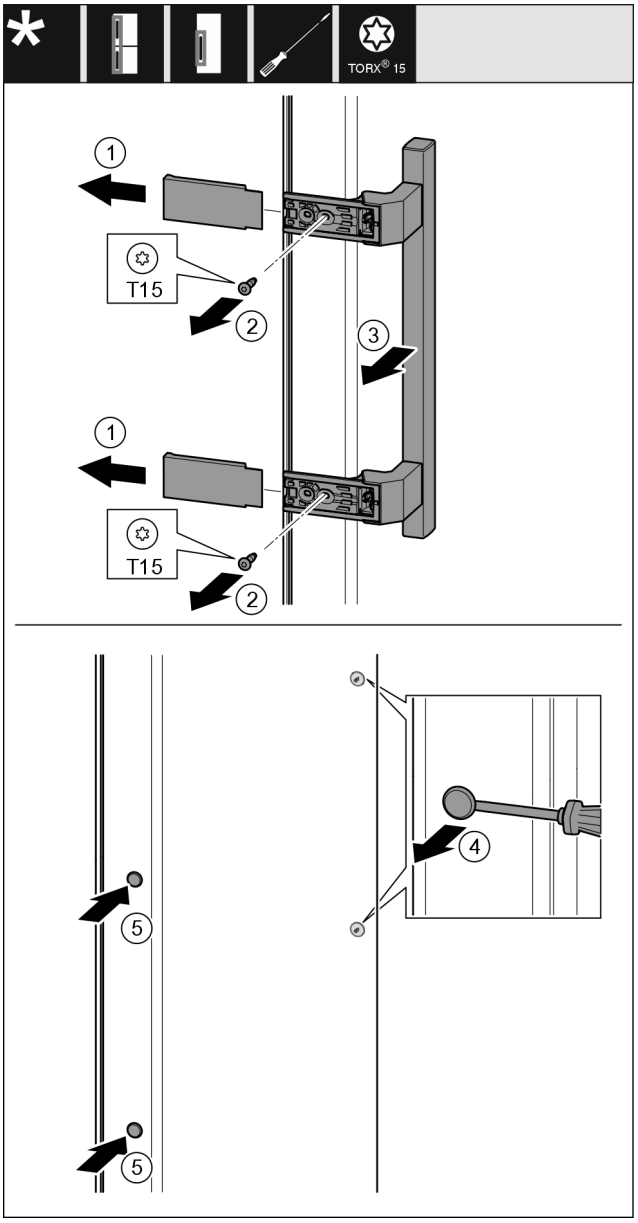

Fig. 19
▶ Snemite pokrov *Fig. 19 (1)*.
▶ Izvijte vijake *Fig. 19 (2)* z izvijačem.
▶ Snemite ročaj *Fig. 19 (3)*.
▶ Previdno dvignite stranski čep *Fig. 19 (4)* s ploščatim izvijačem in ga izvlecite.
▶ Vstavite čep *Fig. 19 (5)* nazaj na drugi strani.